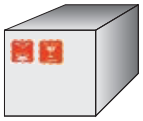

rys. 5
- Wszystkie przesyłki o wadze powyżej 50 kg powinny być ułożone na palecie. Maksymalny wymiar palety nie może przekraczać wymiarów palety EUR **(rys. 5)**.